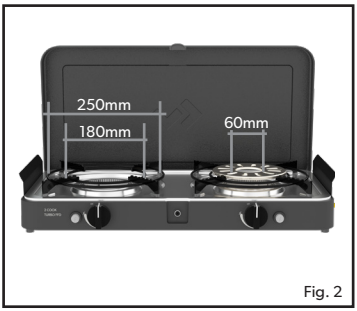

Fig. 2
- When using a pot, the minimum recommended pot size is 180mm and maximum recommended size is 250mm. The minimum pot size when using the coffee pot stand is 60mm. (fig 2)